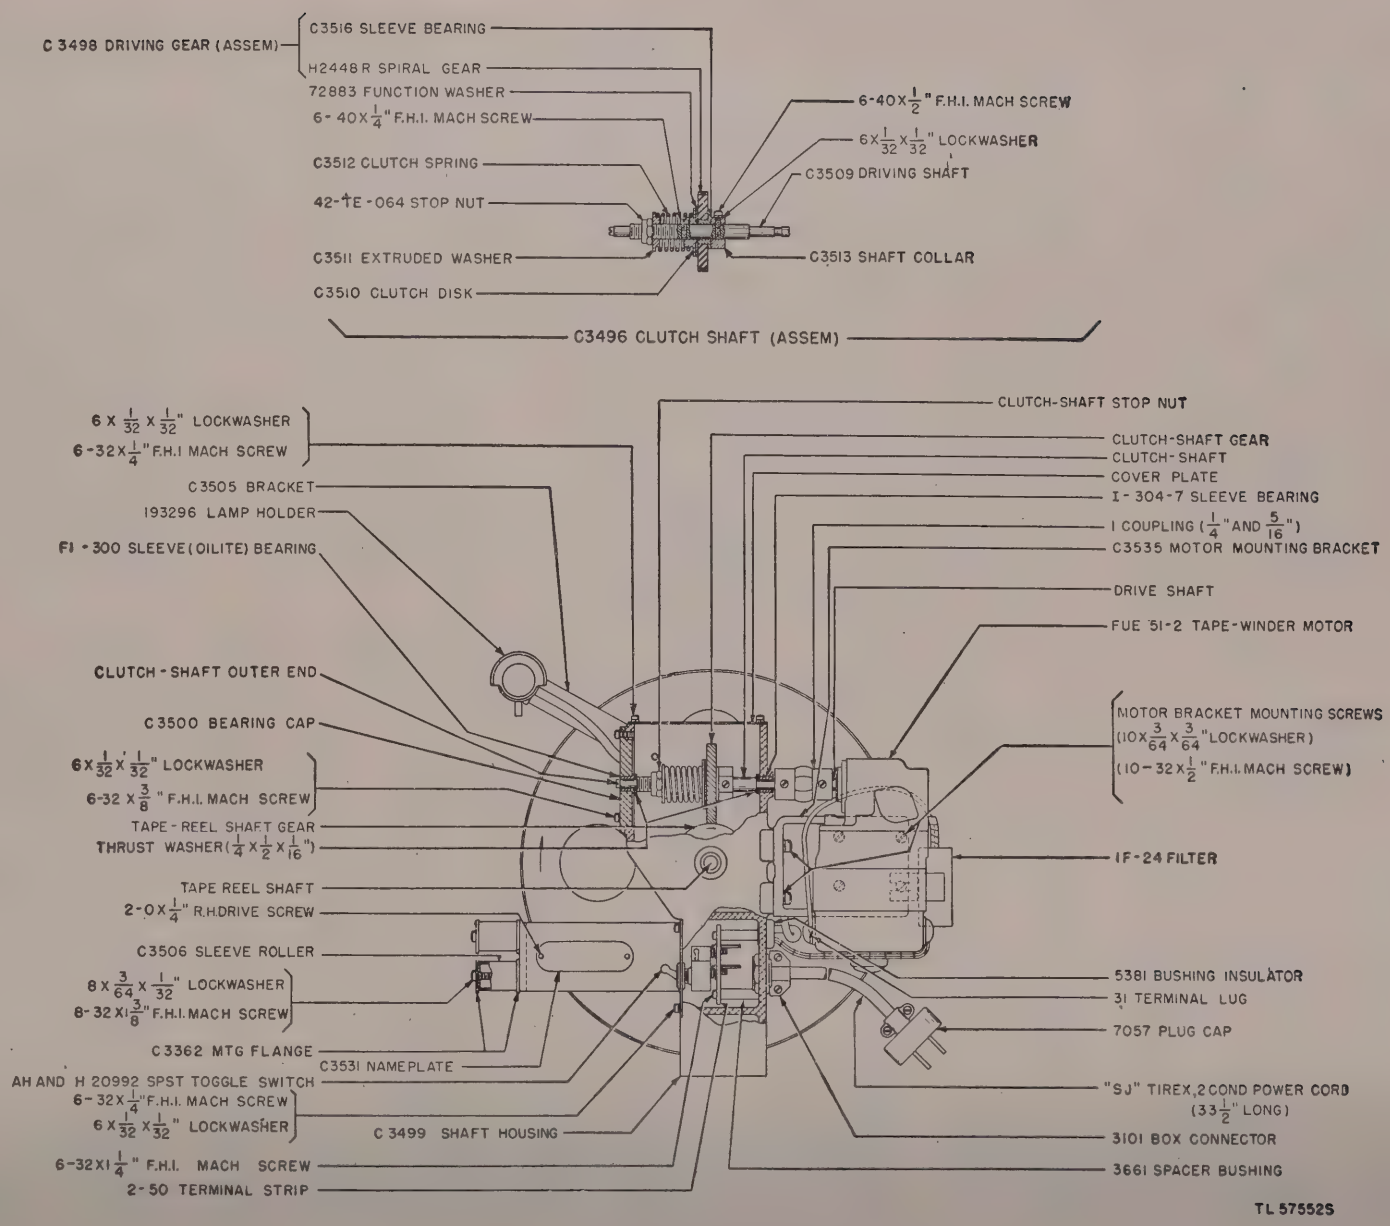

Figure 81. Tape-winder unit, right side view.
d. Diehl motors were used in tape-winder units of early models of Teletypewriter Sets AN/TGC–1 and AN/TGC–1A. Barber-Colman motors are used in tape-winder units of later models of the teletypewriter sets. The Barber-Colman motors are type PYAZ 443 and are rated at 110 volts, 60 cycles, 20 r. p. m. counterclockwise. Barber-Colman motors can be used to replace the original Diehl motors. A specially designed bracket is furnished with each replacement motor. The position of the motor in the tape-winder unit is shown by the reference symbol FUE–51–2 in figure 81.
a. Motor Mounting Bracket (fig. 81).
c. Tape-Reel Shaft Gear (fig. 81).
d. Clutch Spring Tension (fig. 81).